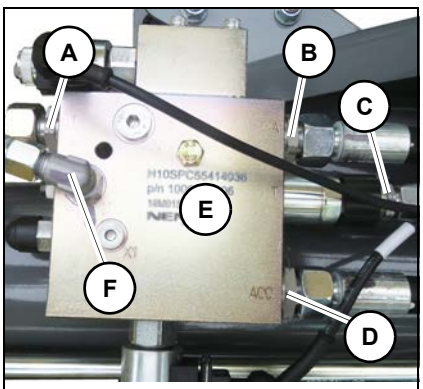

Fig. 667
5. Insert new screw-in angle **F** into hose burst valve **E XV** and position as shown in *Fig. 667*.